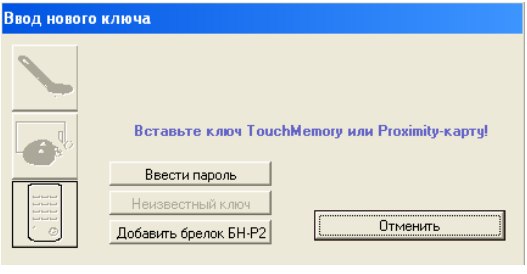

Рис.2
3. Правой кнопкой мыши кликните по блоку «Ключи», выберите в контекстном меню «Добавить». Откроется окно «Ввод нового ключа» (рис.2).